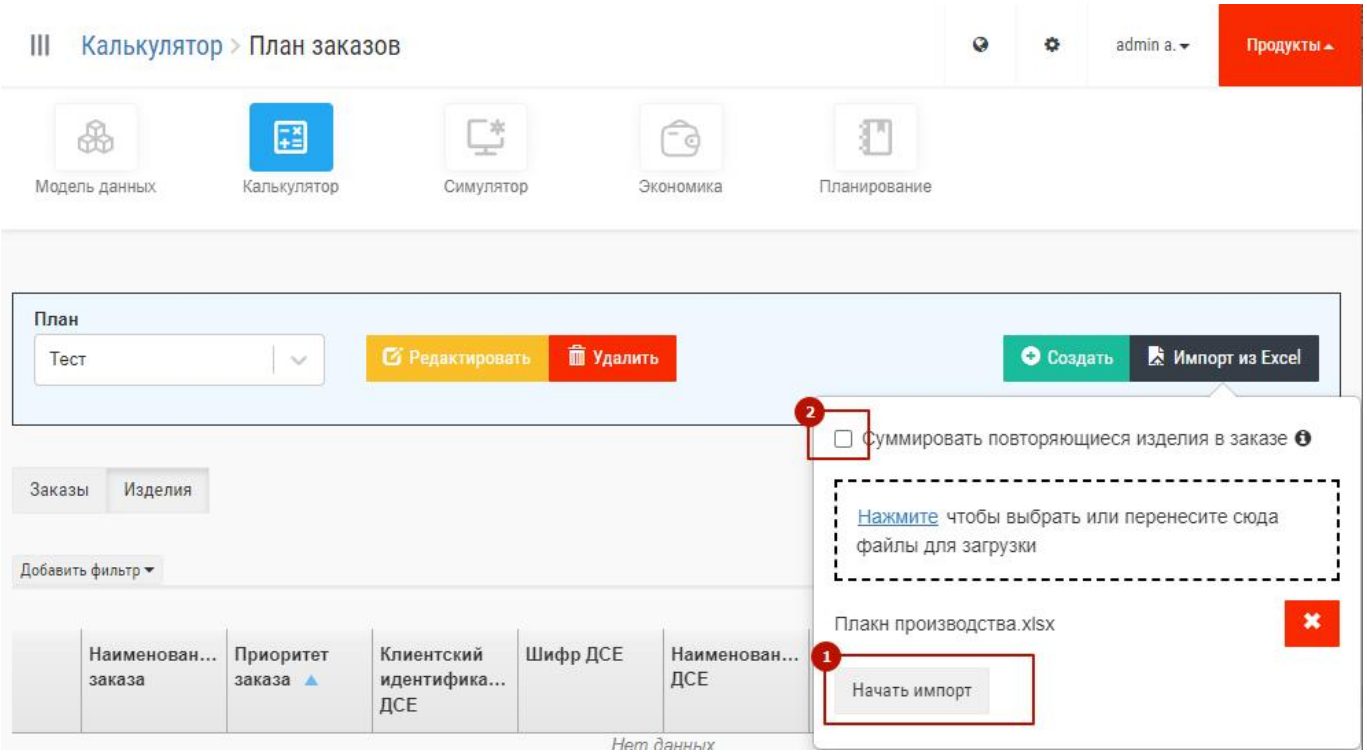

Рис. 30 – План заказов, импорт
3) Нажать кнопку «Начать импорт» (1 на Рис. 30)
При необходимости можно воспользоваться опцией суммирования повторяющихся изделий в заказе (2 на Рис. 30).